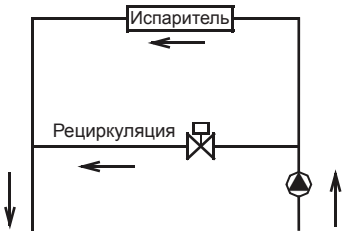

Рис. 4-3
c. Входной трубопровод испарителя должен быть снабжен реле протока, чтобы обеспечить защиту чиллера от отсутствия протока воды. С обеих сторон от реле протока должны быть предусмотрены горизонтальные прямые участки трубопровода, длина которых в 5 раз превосходит диаметр трубы. Реле протока следует монтировать в строгом соответствии с «Указаниями по установке и настройке реле протока» (рис. 4-3 и 4-4). Подключение реле протока к щиту управления чиллером должно быть выполнено экранированным кабелем (подробнее об этом см. на электрической схеме чиллера). Максимальное рабочее давление реле протока равно 1,0 МПа, а диаметр соединения — 1 дюйм (25,4 мм). После монтажа трубопроводов реле протока должно быть настроено надлежащим образом в соответствии с проектным расходом воды данного чиллера.